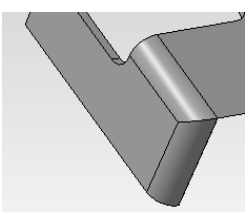

Рис. 1.40
15. На панели Параметры выполняемой команды задайте: в окне Способ замыкания нажмите кнопку Справа и раскройте список. Установите в окне Плотное замыкание; в окне Обработка угла выберите вариант Стык по кромке; в окне Зазор задайте **0.0**. Результат замыкания с заданными параметрами показан на рис. 1.40.